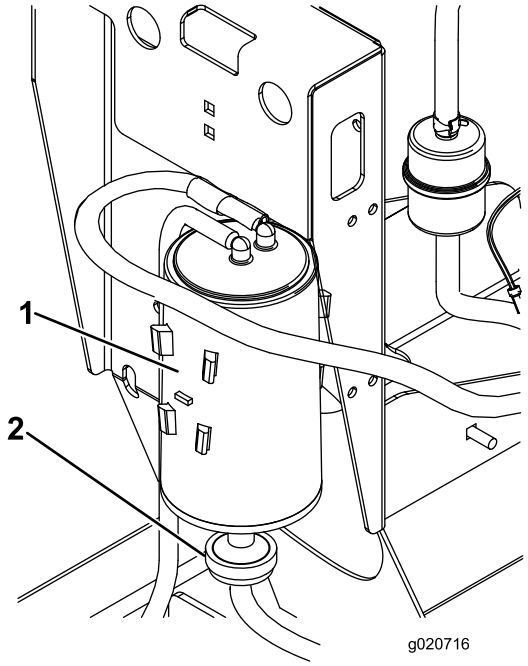

Figuur 18
2. Koppel de slang af van het luchtfilter van de koolstofhouder (Figuur 18).
3. Verwijder het luchtfilter van de koolstofhouder en gooi het weg (Figuur 18).